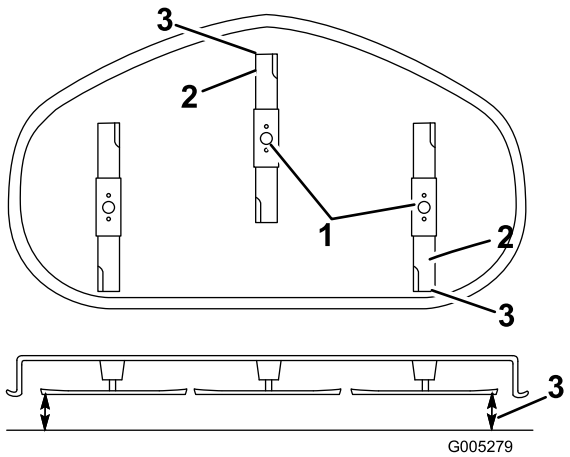

Figur 45
5. Ställ in klipphöjden i läget **D** (76 mm) och rotera knivarna försiktigt så att de står i riktning framåt-bakåt (Figur 45).
6. Mät från den främre knivens spets till den platta ytan, och från den bakre knivens spets till den platta ytan (Figur 45). Justera den främre låsmuttern om
9. Kontrollera den främre-bakre knivlutningen igen efter justeringen. Fortsätt att justera muttern tills den främre knivspetsen är 1,6–7,9 mm lägre än den bakre knivspetsen (Figur 45).